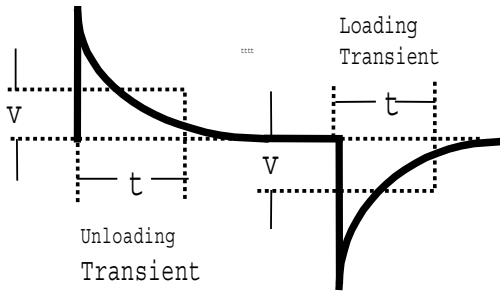

Figure 2-2. Transient Waveform
f. Adjust the oscilloscope for a waveform similar to that in Figure 2-2.